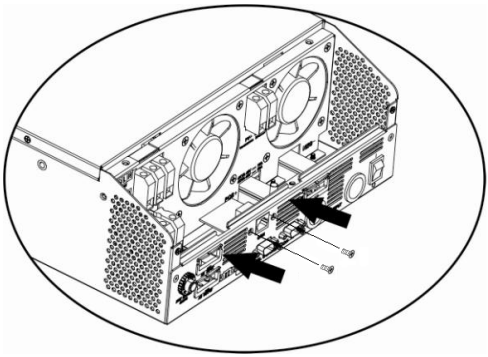

Abb. 6-9 Rücksetzen der Kommunikationskarte.
- Schritt 7, Setzen Sie die Kommunikationskarte wieder zurück in das Gerät und befestigen diese mit den beiden Schrauben (Abb. 6-9):